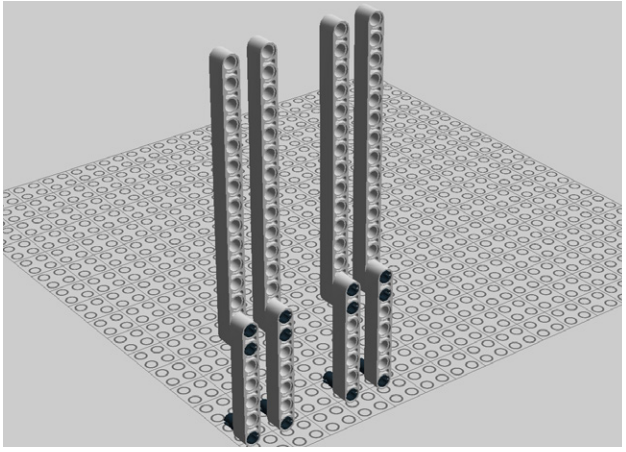

Figure 5-26. *Step 19: Four of the supports*
19. Grab four of the supports (Figure 5-26) and set the other four aside for now.